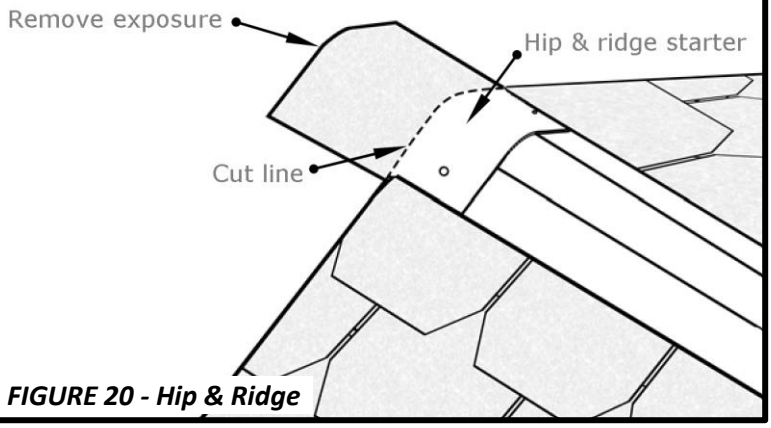
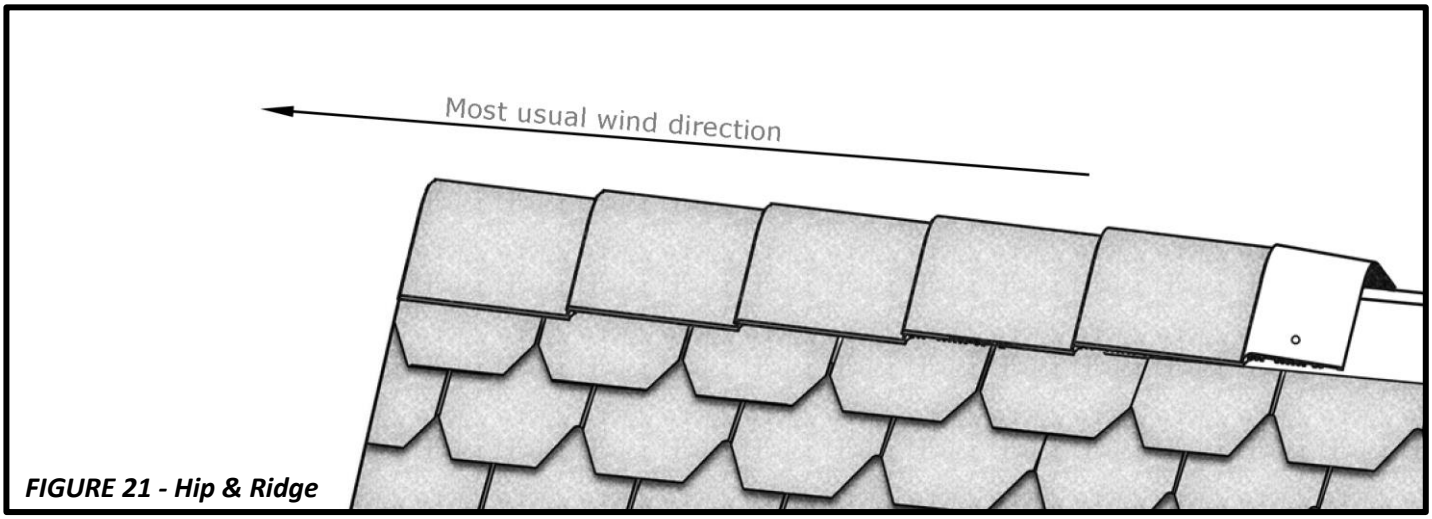

FIGURE 20 - Hip & Ridge
FIGURE 21 - Hip & Ridge
- Make a starter shingle by removing the exposure portion. See **Figure 20**. Install Hip and Ridge with a ***7 3/4" (197mm) exposure***. At the ridge, start the hip and ridge shingles from the opposite direction of the prevailing winds. See **Figure 21**. Begin hips at the bottom of the hip. For further installation details about FWAVE Hip and Ridge, visit fwaveroofing.com.